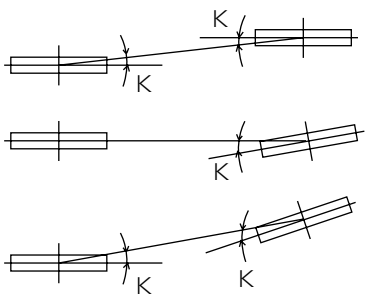

図1
1.ファンプーリーと電動機プーリーの平行度は図1.表1の規格を満足するようにセットしてください。